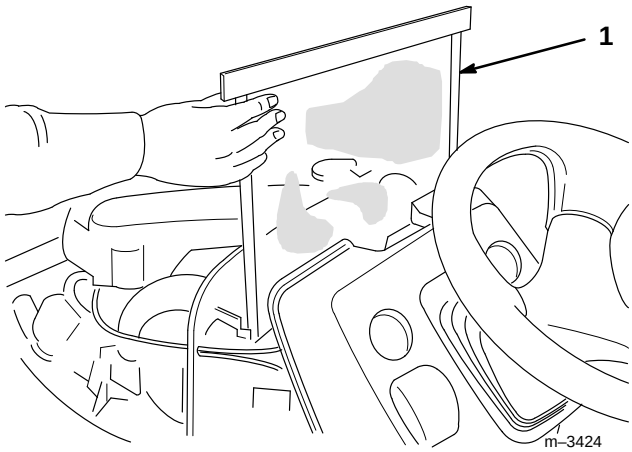

Figure 8
3. La grille du radiateur (Fig. 8) se trouve entre le radiateur et le tableau de bord du tracteur. Pour l'enlever, la tirer vers le haut dans sa rainure. Frotter ou laver la grille pour la débarrasser des débris, puis la remettre en place.